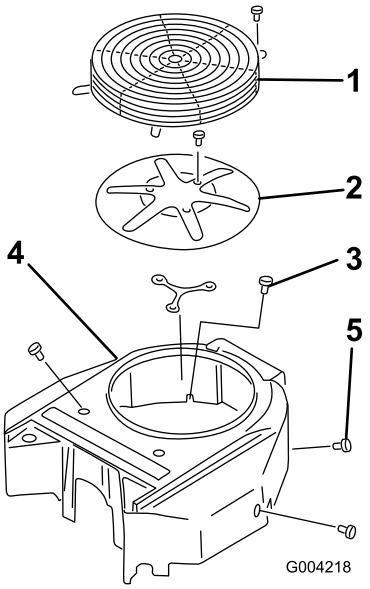

Figur 72
Før hver brug skal eventuelt ophobet græs, snavs eller andet affald fjernes fra motorgitteret. Dette sikrer tilstrækkelig køling og korrekt motoromdrejningstal, hvilket mindsker risikoen for overophedning og mekanisk beskadigelse af motoren (Figur 72).
3. Fjern luftindtagsskærmen og dernæst tilbageslagsstarteren og ventilatorhuset (Figur 72).
5. Installer luftindtagsskærmen og dernæst tilbageslagsstarteren og ventilatorhuset (Figur 72).